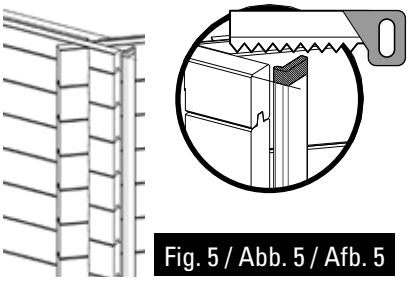
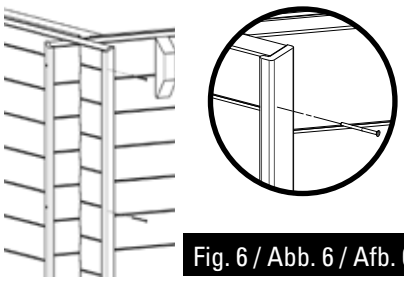

Fig. 5 / Abb. 5 / Afb. 5
Fig. 6 / Abb. 6 / Afb. 6
• Position the L trimming on the ends of the boards. • Cut off the excess part of the trimming according to the height of the pool if necessary (figure 5).
• Fix trimming L using 3 screws 4 x 60 uniformly distributed over the height of the piece (figure 6).
• Présentez le cache L sur les extrémités des madriers. • Coupez l'excédent de cache selon la hauteur du bassin si nécessaire (figure 5).• Fixez le cache L à l'aide de 3 vis 4x60 également réparties sur la hauteur (figure 6).
• Legen Sie die Zierleiste L auf die Enden der Bretter. • Falls erforderlich, schneiden Sie das, was von der Zierleiste übersteht, je nach Höhe des Beckens (Abb. 5) ab. • Befestigen Sie die Zierleiste L mit Hilfe von 3 Schrauben 4 x 60 gleichmäßig auf der Höhe (Abb. 6).
• Plaats sierlijst L op de uiteinden van de planken. • Indien nodig, overtollige stukken van de sierlijst afsnijden, afhankelijke van de hoogte van het bassin (afbeelding 5). • Zet de sierlijst L vast met behulp van 3 schroeven 4 x 60 gelijkmatig over de hoogte verdeeld (afbeelding 6).